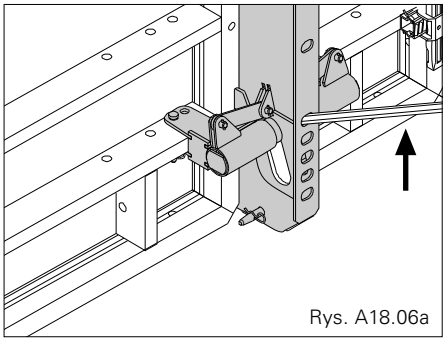

Rys. A18.06a
3. Podciągnąć lekko i deskowanie szybu przy pomocy łomu przestawić do pozycji rozdeskowanej, używając go jako dźwigni ciągniętej w górę. (Rys. A18.06a, A18.06b)